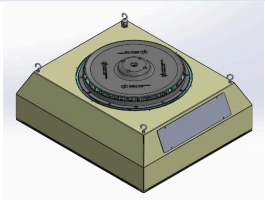

Fig. 1 – Top: fan with 360° air outlet and four suspension points (ring eyelets) for suspended mounting.
4. Attach the adjustable rods to the ceiling plate and to all four suspension points (ring eyelets, Fig. 1) of the device. Adjust the length so that the device hangs level – usually with a gap of approx. 20–25 cm between the ceiling and the top of the device.